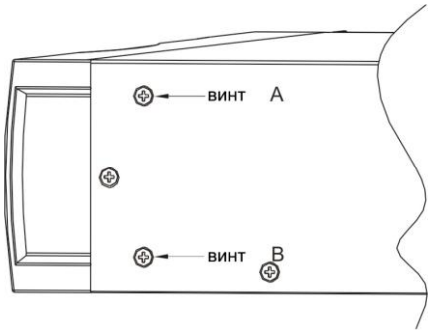

Рис. 10 Кронштейн для установки в шкаф
(3) завинтите два винта M4, как показано на Рис. 10 (симметрично с обеих сторон, всего четыре винта).